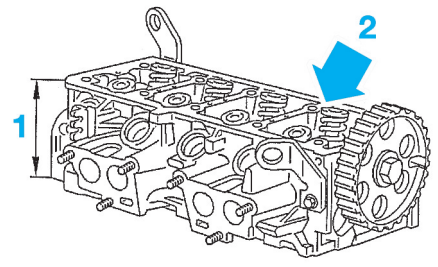

Fig.1
Hauteur nominale (1) (Fig.1) : **111,2 ± 0,08 mm**.
Les culasses rectifiées en usine (échange standard) reçoivent l'inscription "R" côté échappement (2) (Fig.1).